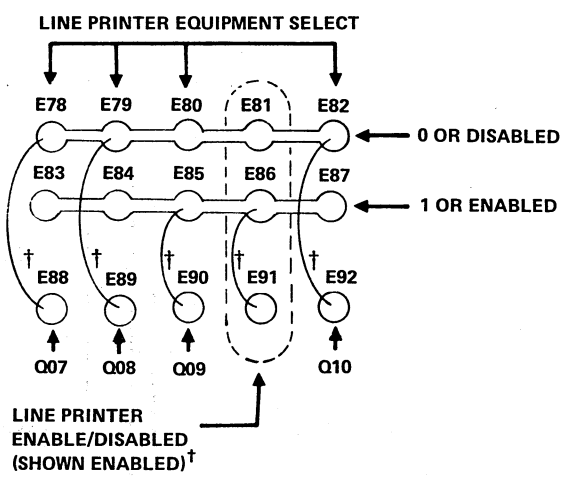

Figure 8-6. Card Reader/Line Printer Controller Equipment Jumpers
2. Once the board is removed, verify that the equipment jumpers comply with the normal operating congfiguration shown in figure 8-6.